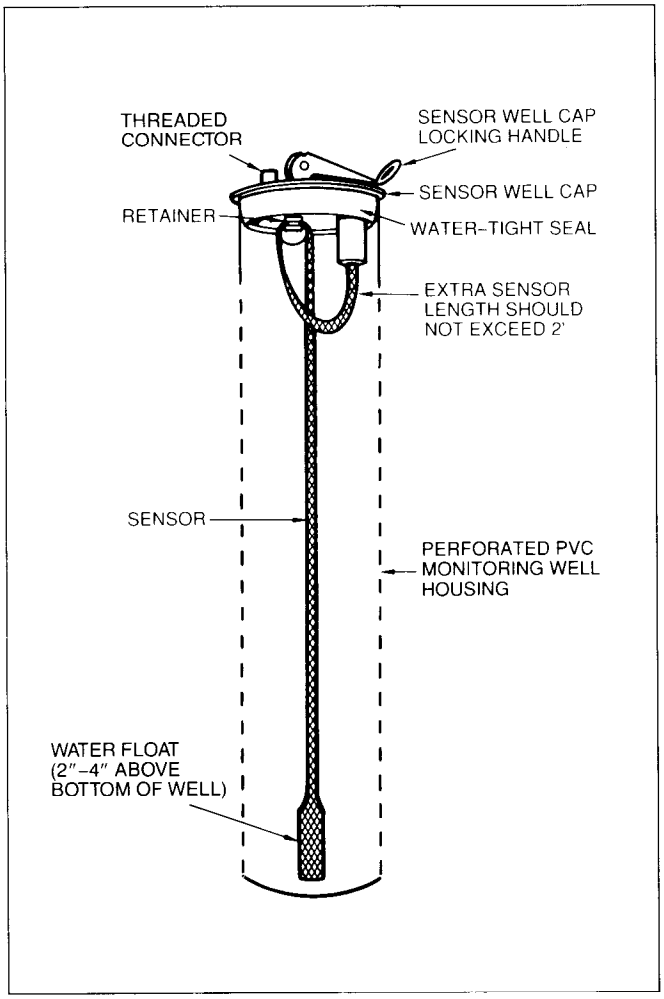

Figure 20. Groundwater Sensor Installation
5. Secure the sensor at the point marked with the tape to the retainer under the sensor well cap. Allow any excess sensor length (should be no more than 2′) to hang loosely from the retainer. See Figure 20, "Groundwater Sensor Installation."